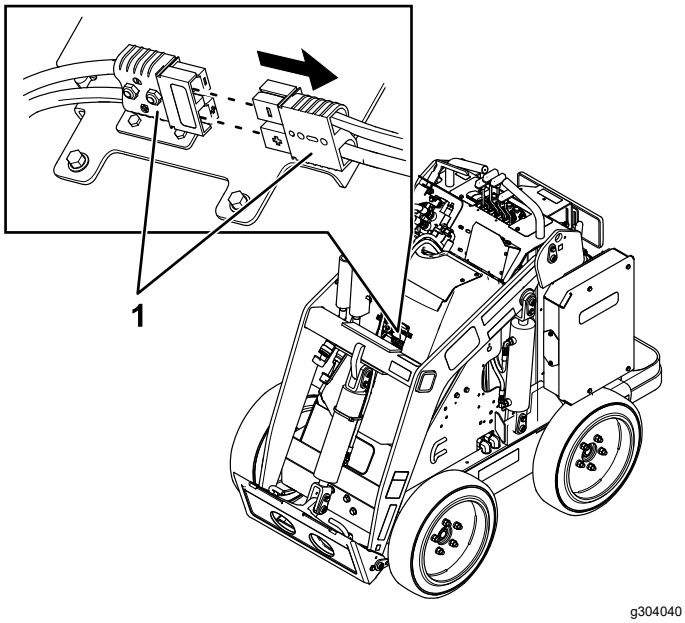

Figura 29
Înainte de a efectua lucrări de service asupra mainii, întrerupei alimentarea cu energie electrică separând conectorii de alimentare electrică (Figura 29).
5. Separai cei doi conectori de alimentare (Figura 29).